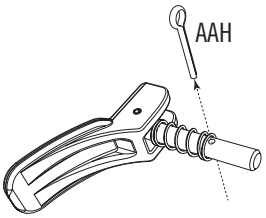
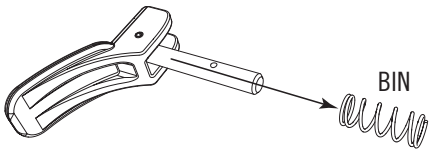

Fig. 1
Fig. 2
- Wyjmij kluczyk (AAH) (Rys. 1) i sprężynę (BIN) (Rys. 2) z uchwytu (EHR). Powtórz tę czynność dla drugiego uchwytu.